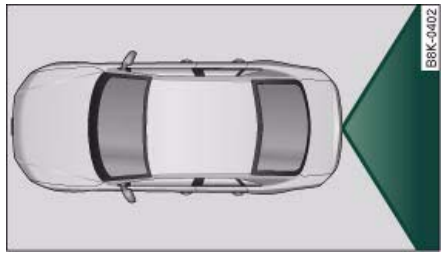
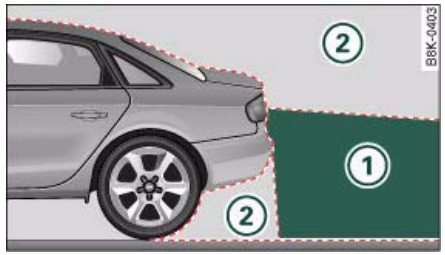

Fig. 189 Viewed from above: Area covered by the reversing camera
Fig. 190 Side view: ①: Area covered by the reversing camera; ②: area NOT covered by the reversing camera
The reversing camera covers approximately the area depicted in ⇒ fig. 189 and ⇒ fig. 190 ①. This is the area you will see in the picture on the MMI display. Orientation lines and colour markings are projected onto the picture to help you when parking or manoevring in tight spaces. Objects out of range of the camera in area ② do not appear in the picture on the MMI display. ■